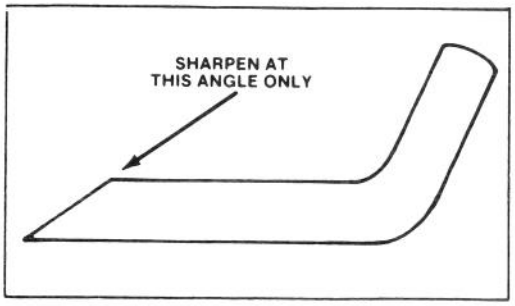

Figure 14
6. SHARPENING BLADE – Using a file, sharpen top side of blade and maintain original cutting angle (Fig. 14). The blade will remain balanced if same amount of material is removed form both cutting edges.